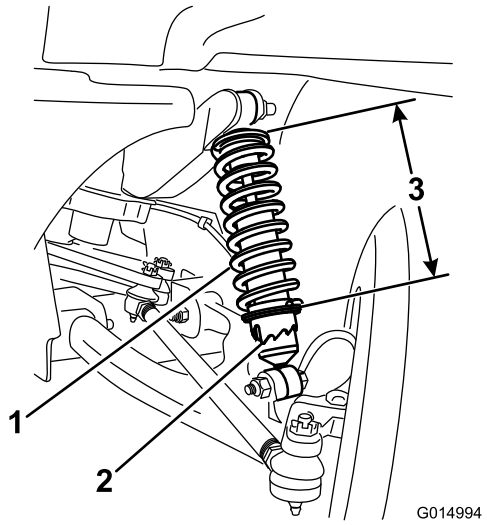

Figur 52
3. Ändra fjäderns längd genom att rotera kragen på stötdämparen med TORO 6010-verktyget (Figur 52).